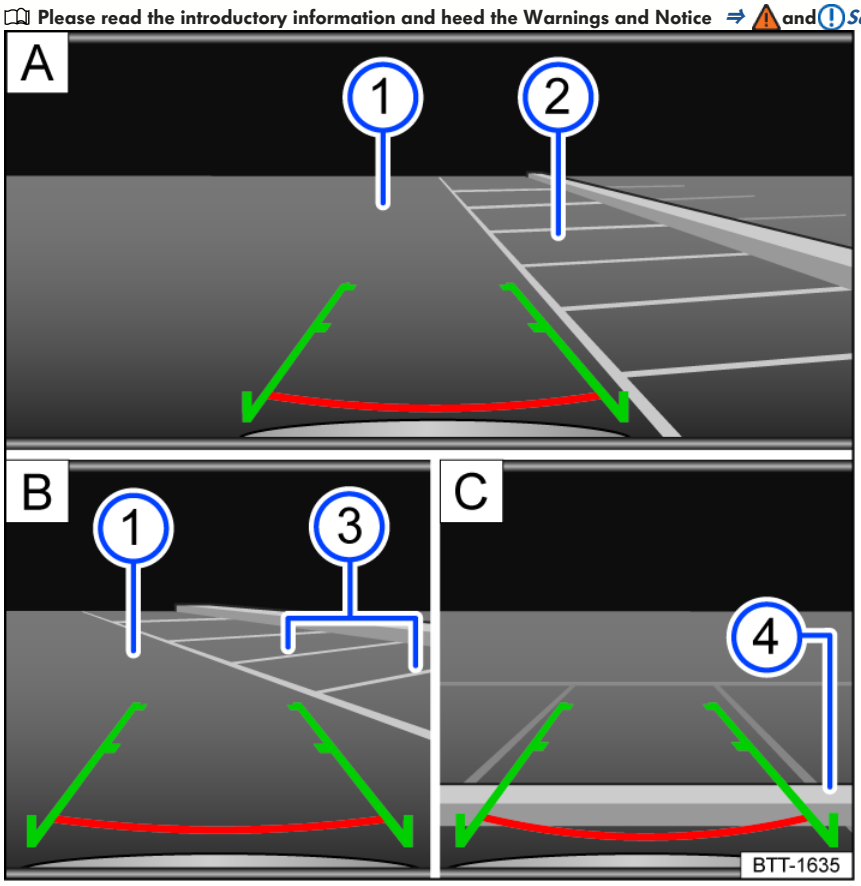

Fig. 108 Infotainment system: Parking with the Rear View Camera system.
1. Position your vehicle in front of the parking space *fig. 108* A 2.
3. Slowly reverse while steering so that the green side lines line up with the selected parking space. The green lines must line up with the side boundaries of your parking space *fig. 108* B 3.
4. Stop when the red horizontal line reaches the rear boundary *fig. 108* C 4.